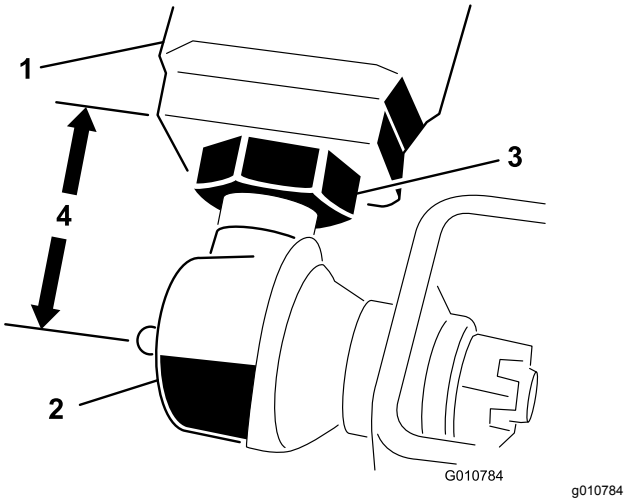

**Figur 6**
2. Mål afstanden fra enden af hver løftearm til midten af kugleleddet (smørenippel). Afstanden bør være 57 mm (Figur 6).